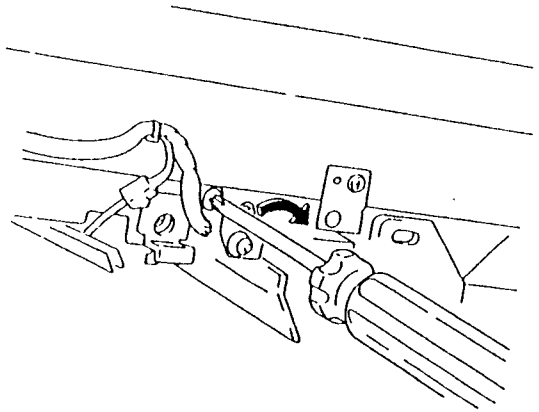

Рис. 2. Регулировочный винт ISIL.
1. [illegible]ньте узел ISIL в заднюю часть копировальной машины, [illegible]рнув для этого регулировочный винт в направлении против часовой стрелки и слегка нажав на винт (Рис. 2).